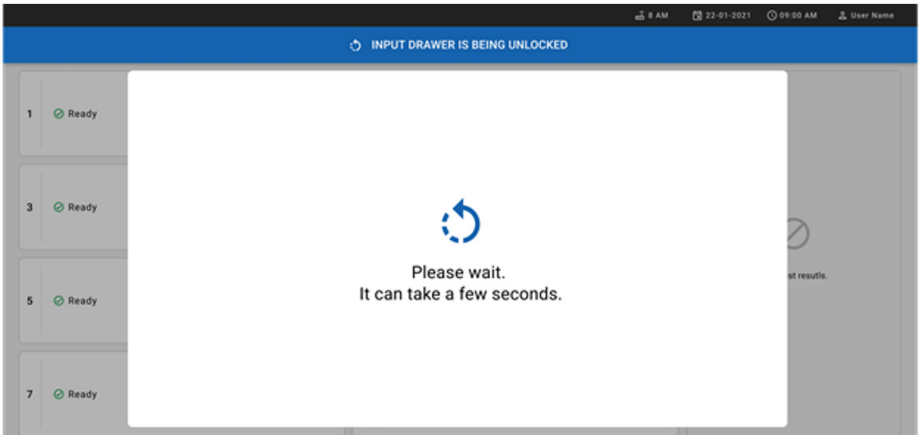

Рисунок 19. Диалоговое окно Input drawer waiting (Ожидание ящика для ввода)
5. Подождите, пока input drawer (ящик для ввода) не будет разблокирован (рисунок 19).